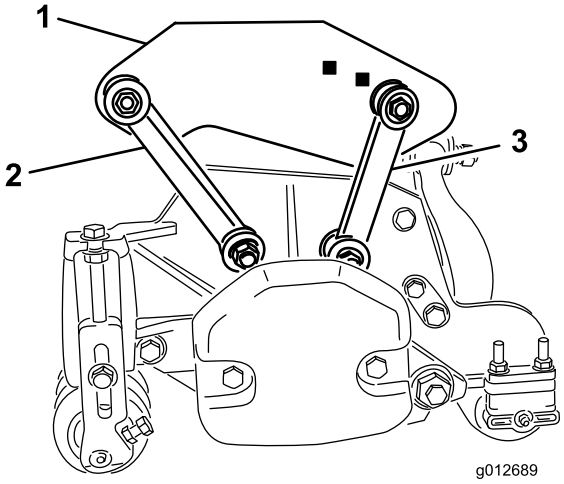

**Figur 19**
- Fastgør de forreste monteringsled til bærerammens huller med en bolt (3/8 x 2-1/4 tomme), 2 flade spændeskiver og en låsemøtrik som vist i Figur 19. Placer en spændeskive på hver side af leddet, når det monteres. Tilspænd fastgørelsesanordningerne til 42 N·m.
- Fastgør de bageste monteringsled til bærerammens bageste huller med en bolt (3/8 x 2-1/4 tomme), 2 flade spændeskiver og en låsemøtrik som vist i Figur 19. Placer en spændeskive på hver side af leddet, når det monteres. Tilspænd fastgørelsesanordningerne til 42 N·m.